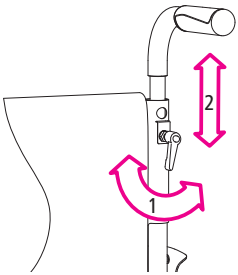

afb. 23
2. Plaats het duwhandvat op de gewenste hoogte (2, afb. 23).
3. Draai vervolgens de klemhefboom weer goed vast (1, afb. 23).